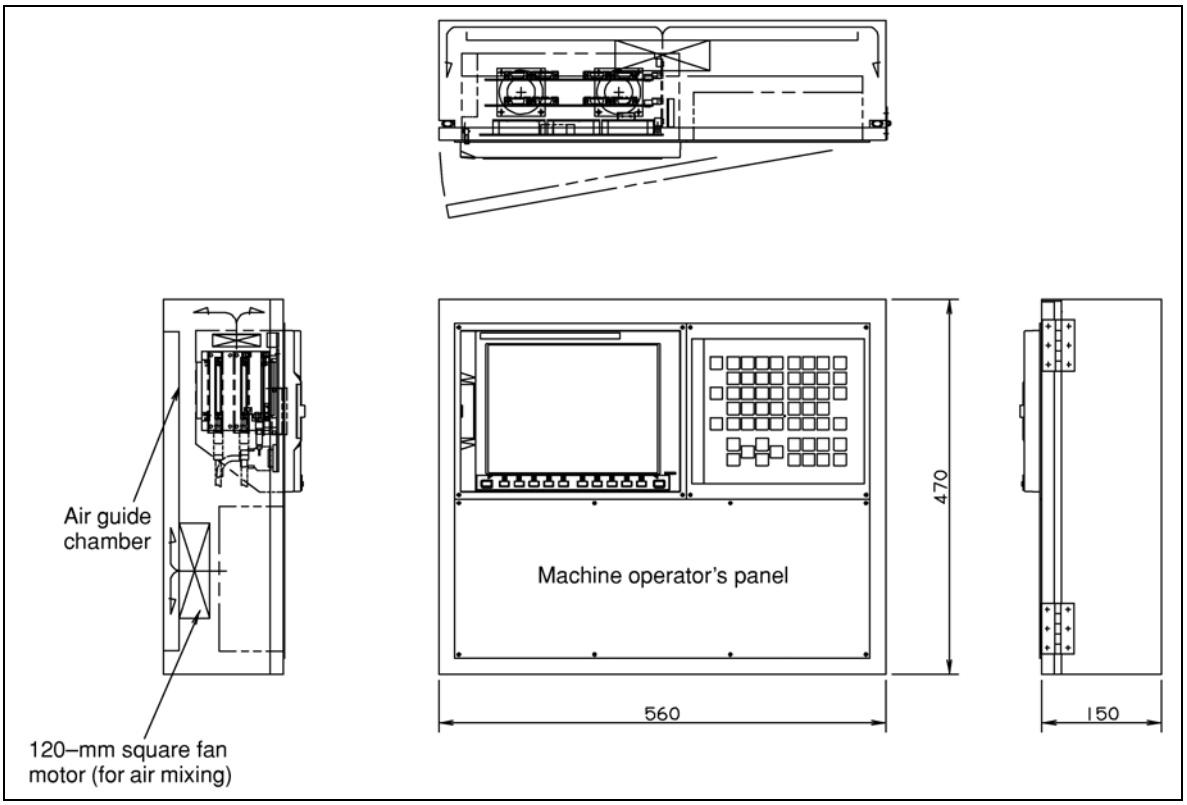

**Fig. 3.4.3**
An example of the thermal design for the cabinet shown in Fig. 3.4.3 is shown below.
Dimensions of pendant type cabinet shown in Fig. 3.4.3 : 560(W) × 470(H) × 150(D) mm